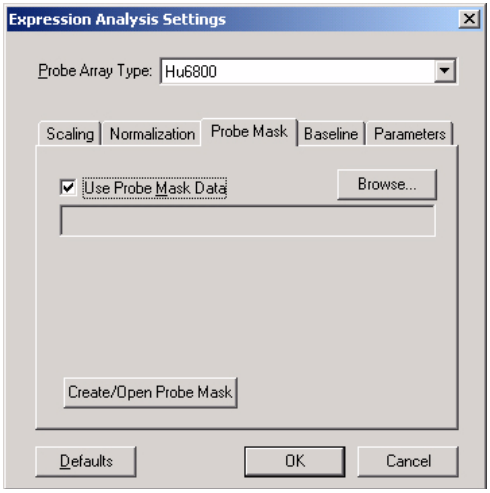

Figure G.44
1. In the Probe Mask tab, click **Create/Open Probe Mask** **(Figure G.44)**.